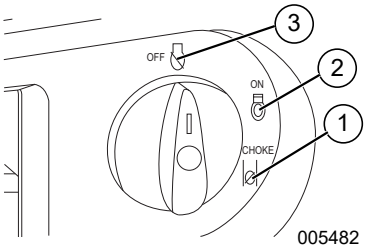

Figura 3-2. Posiciones de apagado/ encendido/cebado
1. Consulte la ***Figura 3-2***. Gire el interruptor de apagado/encendido/cebado a la posición CHOKE (Cebado) (1).
4. Consulte la *Figura 3-2*. Cuando el motor arranque, gire el interruptor de apagado/ encendido/cebado a la posición ON (2). El cebador reduce su funcionamiento a medida que el interruptor de apagado/ encendido/cebado se gira hacia la posición ON.
3. Consulte la *Figura 3-2*. Gire el interruptor de apagado/encendido/cebado a la posición OFF (3).
1. Consulte la *Figura 3-2*. Gire el interruptor de apagado/encendido/cebado de la posición STOP a la posición ON. De esta manera se abrirá la válvula de combustible y el motor arrancará.